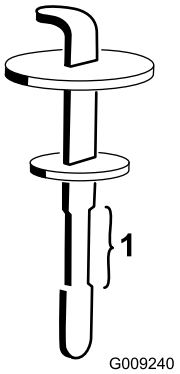

Figur 134
5. Fjern peilestaven fra påfyllingshalsen, og tørk av den med en ren fille. Før peilestaven ned i påfyllingshalsen før du tar den ut og kontroller væskenivået (Figur 134).